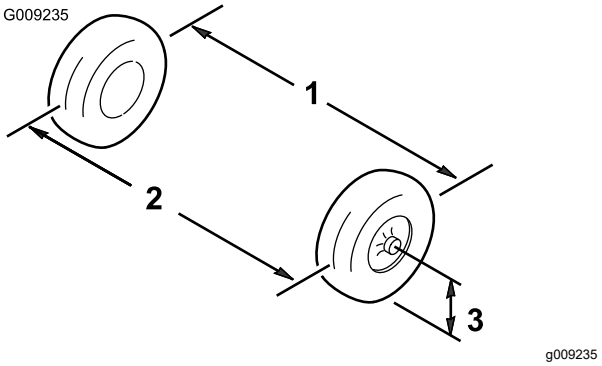

Figur 47
3. Mät avståndet mellan de båda framhjulen vid axelhöjd, både framtill och baktill på framhjulen (Figur 47).